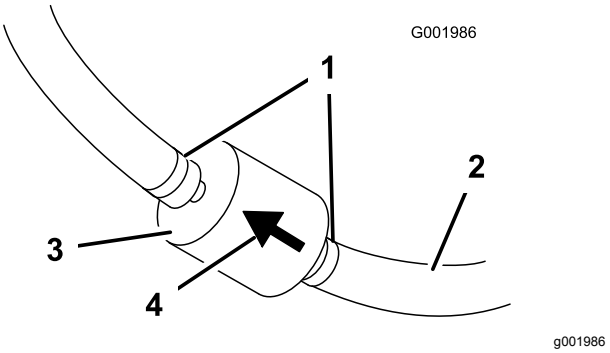

Figur 41
5. Kläm ihop ändarna på slangklämmorna och skjut bort dem från filtret (Figur 41).